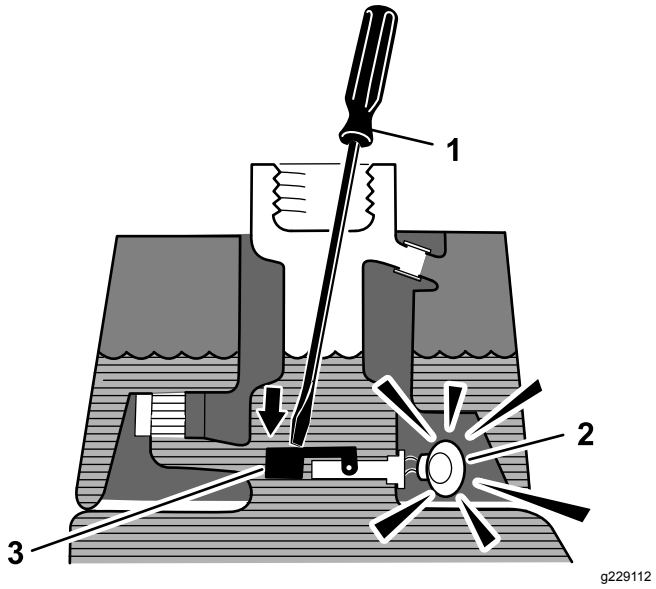

Figur 40
3. Sæt en ren stang eller skruetrækker ind i tankens studs, og tryk forsigtigt ned på svømmerafbryderen (Figur 40). Alarmen bør lyde efter et sekunds forsinkelse.